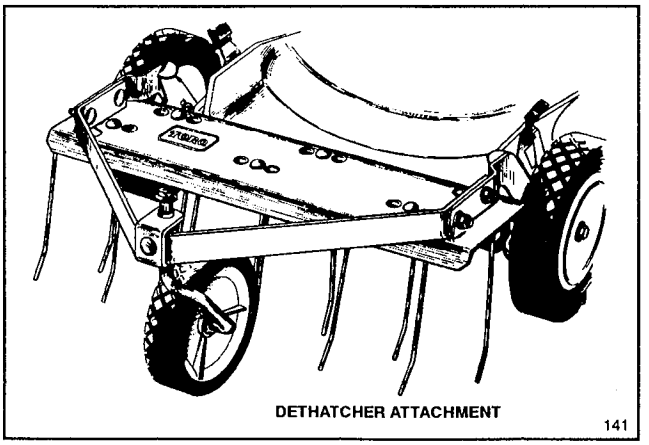

Figure 23
3. Dethatcher Kit, Model No. 59131—Installs in minutes. Front mounted for easy maneuverability. Spring tines loosen thatch for recycling or clean vacuuming into grass bag (Fig. 23).